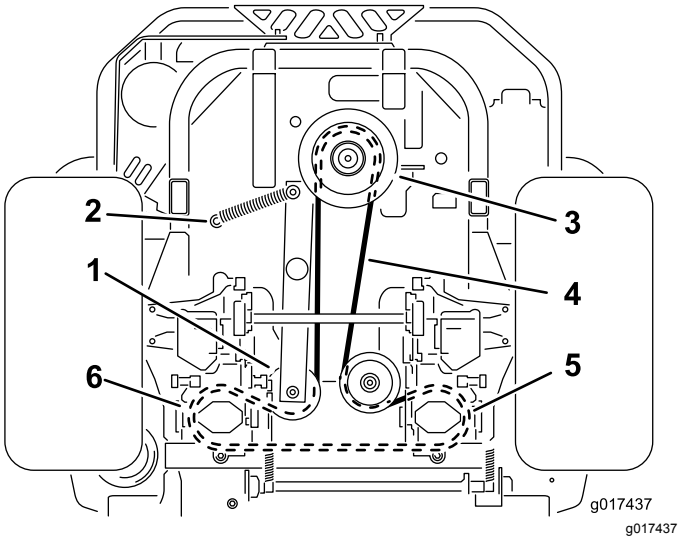

図 64
4. 機体をもち上げて、ジャッキスタンドで支える図 64 。
6. ポストからアイドラスプリングを外す図 64。